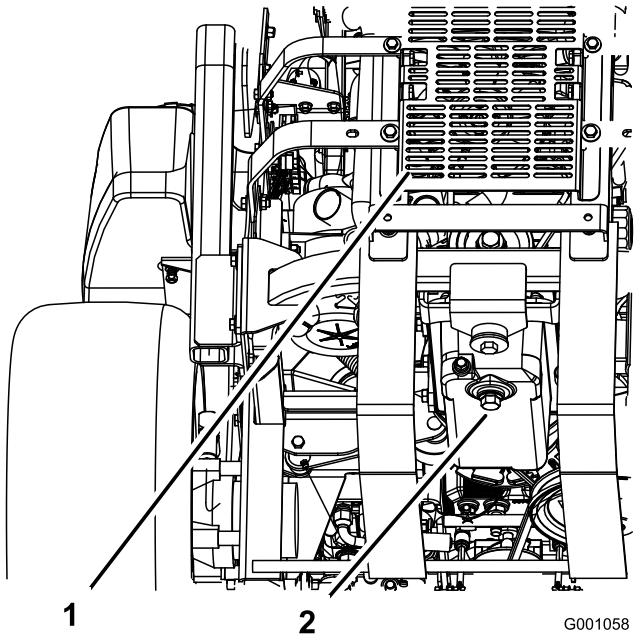

Figuur 31
5. Plaats een opvangbak onder de aftapplug. Verwijder de aftapplug en laat alle olie weglopen (Figuur 31).